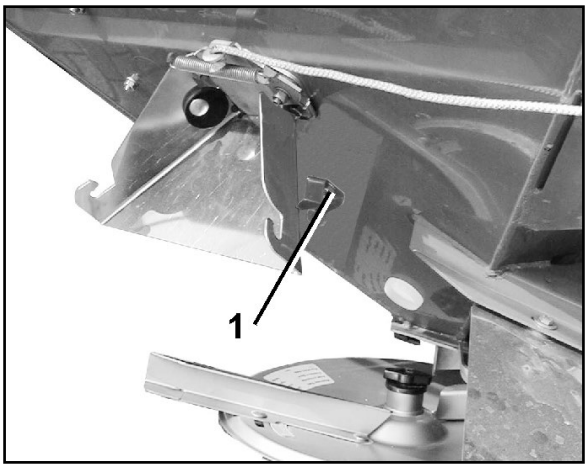

Fig. 62
Zur exakten, werkzeuglosen Einstellung der einzelnen Streuschaufelstellungen sind auf jeder Streuscheibe zwei unterschiedliche, unverwechselbare Skalen (Fig. 62/1 und Fig. 62/2) angeordnet.
- Der kürzeren Streuschaufel (Fig. 62/3) ist die Skala (Fig. 62/1) mit den Werten von 5 bis 28 und der längeren Streuschaufel (Fig. 62/4) die Skala (Fig. 62/2) mit den Werten von 35 bis 55 zugeordnet.
- Für die kurze Streuschaufel (Fig. 62/3) den Einstellwert an der Ablesekante (Fig. 62/5) ablesen.
- Für die lange Streuschaufel (Fig. 62/4) den Einstellwert an der Ablesekante (Fig. 62/6) ablesen.
- Das Verschwenken der Streuschaufeln auf einen höheren Zahlenwert der Skala (Fig. 62/1 bzw. Fig. 62/2) bewirkt eine Vergrößerung der Arbeitsbreite.